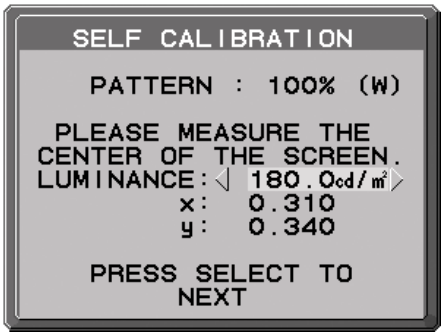

Figure S.4
6. L'écran de mesure s'affiche. Mesurez la valeur de luminosité et de trichromatique du centre de l'affichage en utilisant l'analyseur couleur externe à portée proximale. Entrez la valeur mesurée dans LUMINOSITE à l'aide des touches de contrôle, puis appuyez sur SELECT (**Figure S.4**).